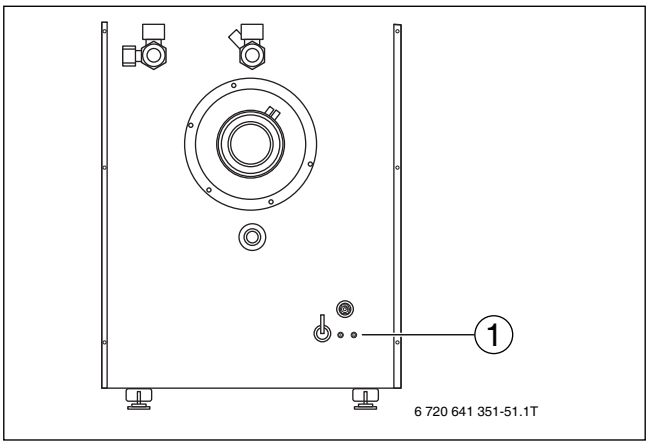

Bild 26 Schrauben an der Kesselrückwand
▶ 2 Schrauben (→ Bild 26, [1]) an der Kesselrückwand entfernen.